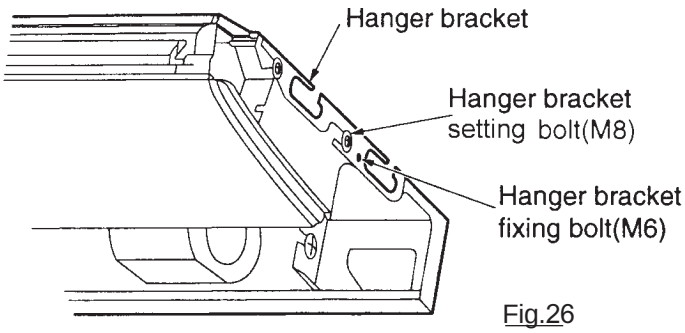

Fig.26
- Loosen two hanger bracket setting bolts (M8) on eath side for less than 10mm. Remove two hanger bracket fixing bolts (M6) on the rear side. Detach the hanger bracker by pulling it backward (Refer to Fig.26)
Screw tightly both hanger bracket setting bolts(M8).(Refer to Fig.26)
Screw tightly both hanger bracket fixing bolts(M6)to prevent the movement of the indoor unit. (Refer to Fig.26)